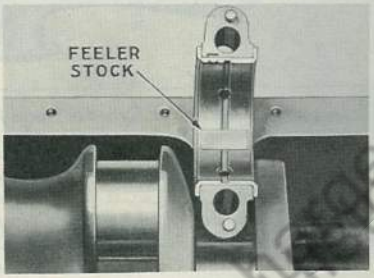

Fig. 38 Feeler Stock for Checking Bearing Clearance. See Instructions
2. Coat shim with light engine oil and place on center of bearing as shown in Fig. 38.